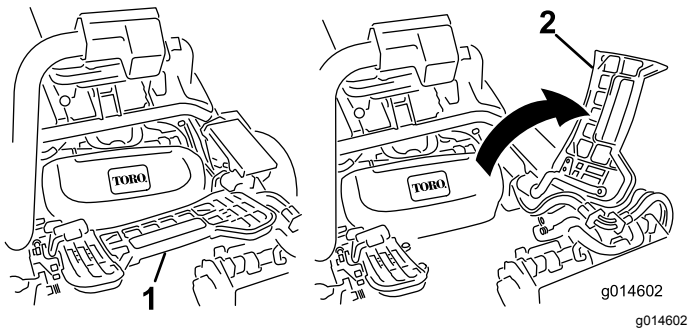

Figur 28
1. Løft opp fothvileren og drei den åpen, slik at man kan komme til midtstillingen til klippeenheten (Figur 28).